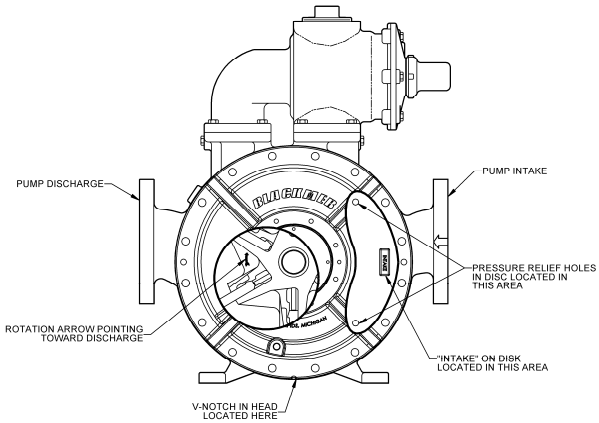

Figure 10
1. **LINER –** The liner has a close fit with the casing (12); take care to avoid finger injury during installation.
a. Align and start the liner (41) and liner key (74) together into the pump casing. The word "INTAKE," which is cast into the liner, must be towards the intake side of the pump. NOTE: The intake port is marked with an inward facing arrow.
a. Place a disc (71) on the head (20 or 20A) with the counter-bored screw holes facing up.
b. Position the disc so that **when the head is mounted** with the drain hole and V-notch down, the word "INTAKE" on the disc will be towards the intake side of the pump. The two disc holes must be in the 2 and 4 o'clock positions if the inlet is on the right (see Figure 10).
f. Install and tighten the head capscrews (21) uniformly, making sure the head O-ring (72) slides into place without damage.
4. **SLEEVE BEARINGS (Bushings) –** If the sleeve bearing (24) has been removed from the hub (20C), a new bearing must be installed prior to attaching the hub assembly to the head.
b. Place the bearing (24) in the bearing bore on the inside face of the hub (20C) with the tapered end inward.
a. Before attaching the hub assembly (20C) to the mounted head (20), grease the three head chamfers.
a. Partially install the rotor and shaft (13) into the open side of the pump and through the bore of the installed head (20). Be careful not to damage the disc face with the shaft end. **NOTE: When installing the rotor and shaft, the rotation arrow on the rotor must point in the direction of pump rotation-towards the discharge side of the pump when the arrow is positioned directly below the shaft.** See Figure 10.
Rotor & Shaft installed backwards.	The rotation arrow on the rotor must point towards the discharge port when the arrow is located beneath the shaft. (See Figure 6 on Page 9 or Figure 10 on Page 14.)